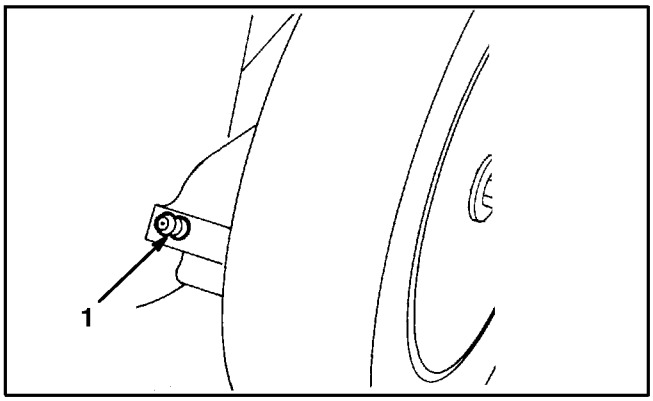

Abbildung 26
2. Hebel der Schnitthöheneinstellung am Hinterrad auf Stufe "2" stellen. Alle Schmiernippel mit einem Lappen sauberwischen (Abb. 26). Eine Fettpresse ansetzen und in jeden Nippel einen bis zwei Hübe Mehrzweckfett Nr.2 auf Lithiumbasis einpressen.